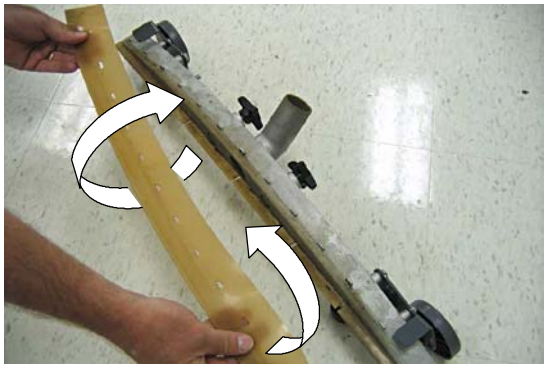

FIG. 47
3. Retirez et faites pivoter la lame arrière sur un nouveau bord de nettoyage. (Figure 47).